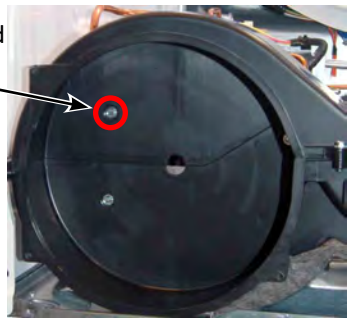

Figure 2
8. Remove the one 1/4" hex-head screw located behind the blower wheel (see Figure 2 at right).